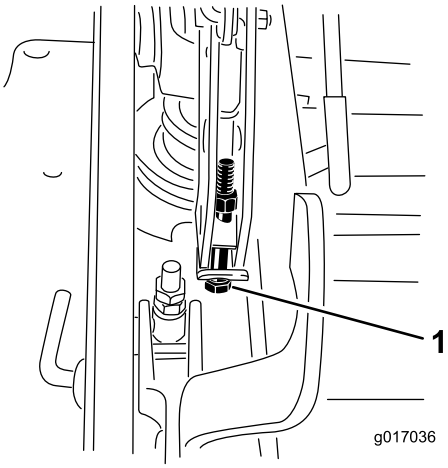

Figur 88
13. Hvis skjoldet er for lavt, skal bolten til enkeltpunktsjusteringen drejes med uret, så den strammes. Hvis skjoldet er for højt, skal bolten til enkeltpunktsjusteringen drejes mod uret, så den løsnes (Figur 88).